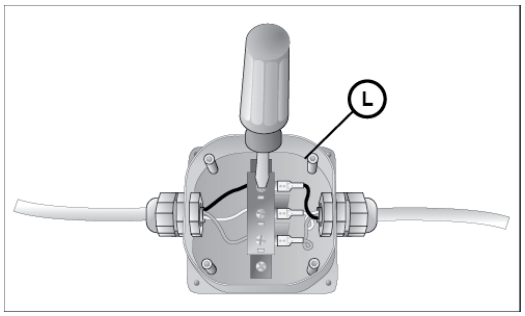

Figure 6
1. Remove the dishwasher electrical supply junction box (Part L) cover and connect to the power supply cord from the house installation. See **Figure 6**.
3. Insert the bare copper or green wire(ground) to the "G" ⏚ ground connection of the terminal block and securely tighten the terminal block screw (see Figure 6).